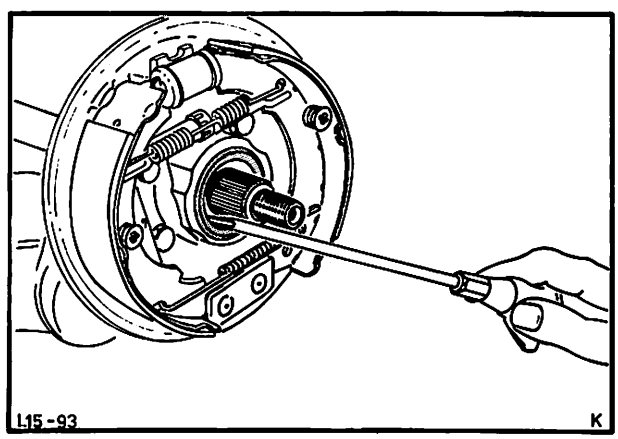

Abb. 144 Radialdichtring mit Schraubenzieher ausbauen
4. Radialdichtring mit Spezialwerkzeug 21-051 oder Schraubenzieher aus der Nabe ausbauen, Abb. 144.